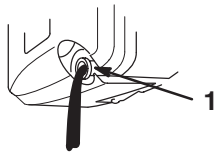

Bild 18
5. Kippen Sie den Rasenmäher auf seine **linke** Seite und lassen Sie das Öl ins Auffanggefäß ablaufen (Bild 18).